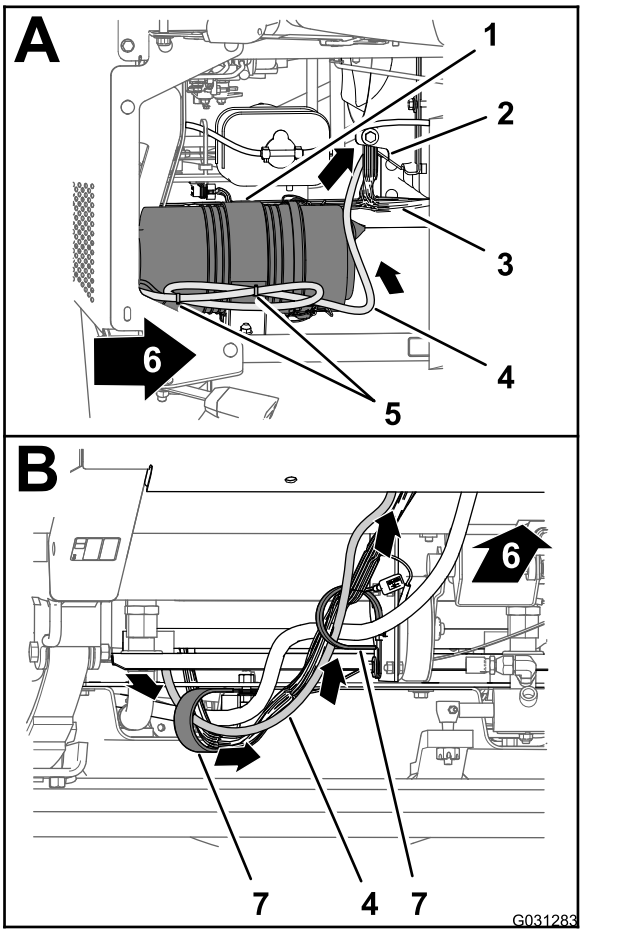

Figur 174
1. Dra datakablagedelen på 220 cm framför motorns luftfilter och ned mot det nedre högra hörnet av kylaren på motorrummets högra sida (Figur 174).
2. Dra datakablagedelen på 220 cm framåt och genom de två R-klämmorna längst ner på maskinen (Figur 174).